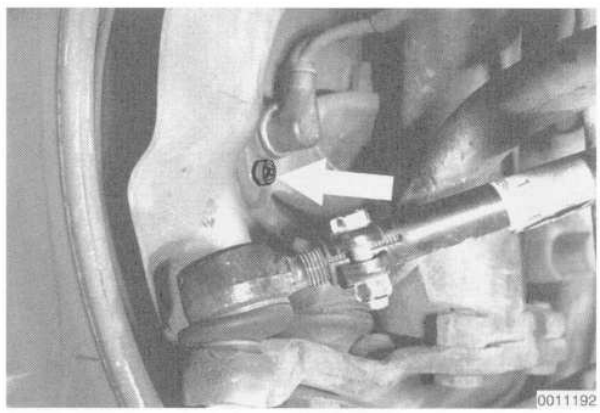

Fig. 19. Front ABS pulse sensor mounting bolt (**arrow**).
2. Unscrew the pulse sensor mounting bolt. Remove the sensor from its housing. Remove the harness from any retaining mounts. See Fig. 19.